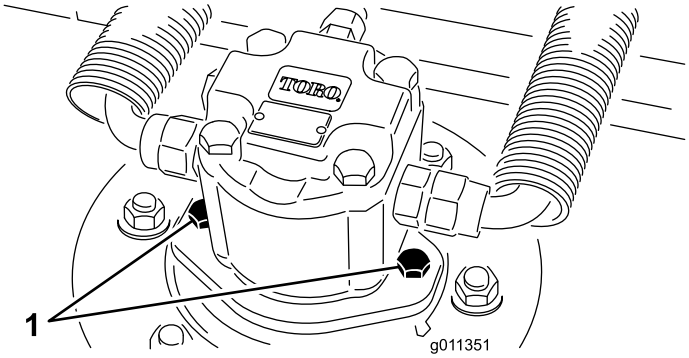

Figur 64
2. Frakobl og fjern hydraulikmotoren fra klippeskjoldet (Figur 64). Tildæk spindlens top for at forhindre kontaminering.
4. Installer hydraulikmotoren på klippeskjoldet (Figur 64). Sørg for, at O-ringen er på plads og ikke beskadiget.